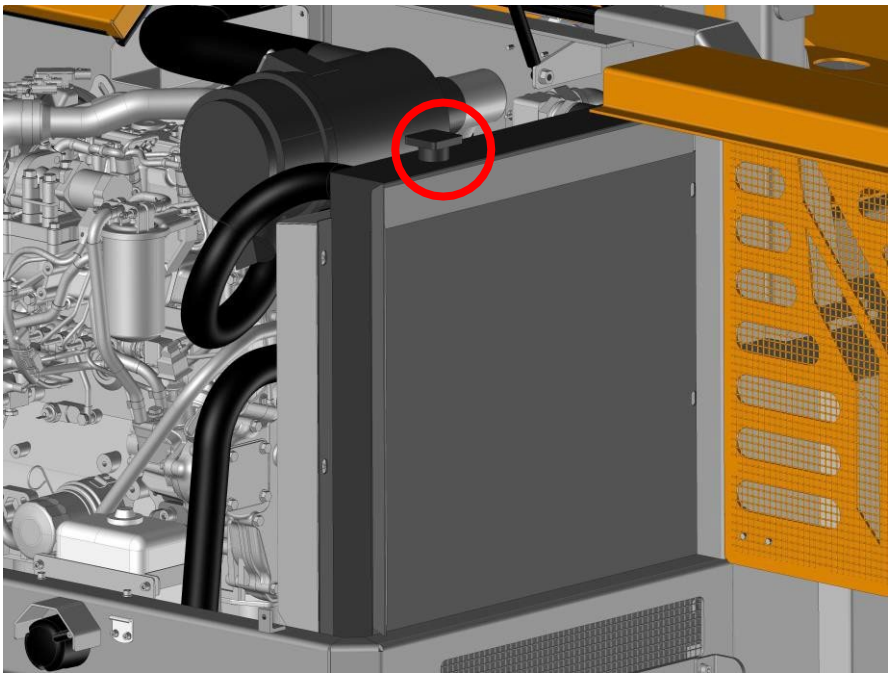

Figure 39 : Radiateur
4. Dévissez le couvercle du réservoir et vérifiez le niveau de liquide de refroidissement (figure 39).
4. Dévissez délicatement le bouchon du réservoir (figure 39) et relâchez la pression.